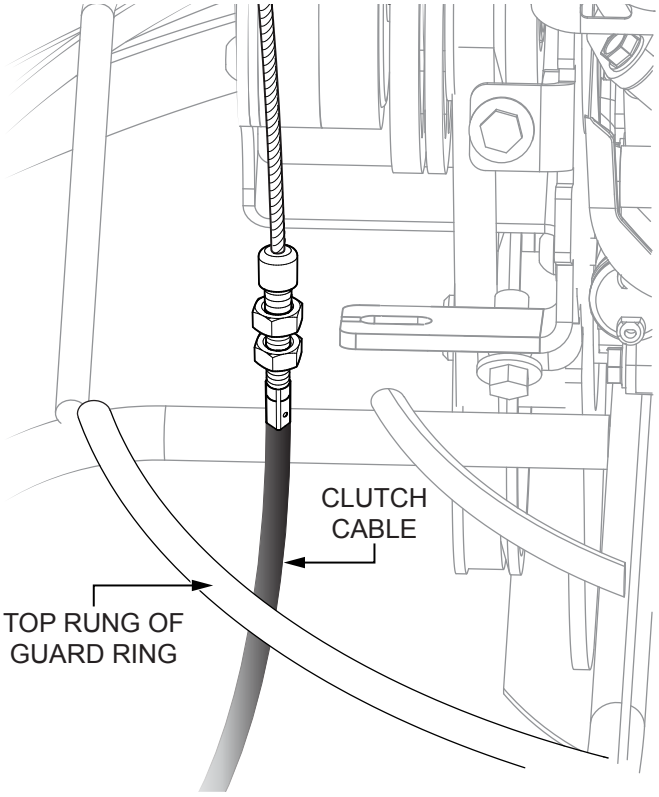

Figure 15. Clutch Cable Routing
5. Clutch cable routing differs depending on the trowel model. For trowel models **JH55C** or **JS60C**, route the clutch cable ***underneath*** the **topmost** rung of the guard ring (Figure 15). For trowel models **JH90C**, **BH90C**, **BH11C**, or **BS90C**, route the clutch cable ***over*** the **topmost** rung of the guard ring.